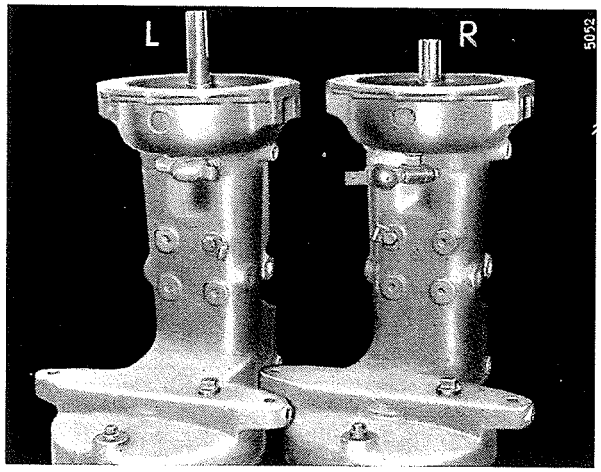

Bild 349
Die rechte Seitenwelle (R) ist etwas kürzer als die linke Welle (L), Bild 349.